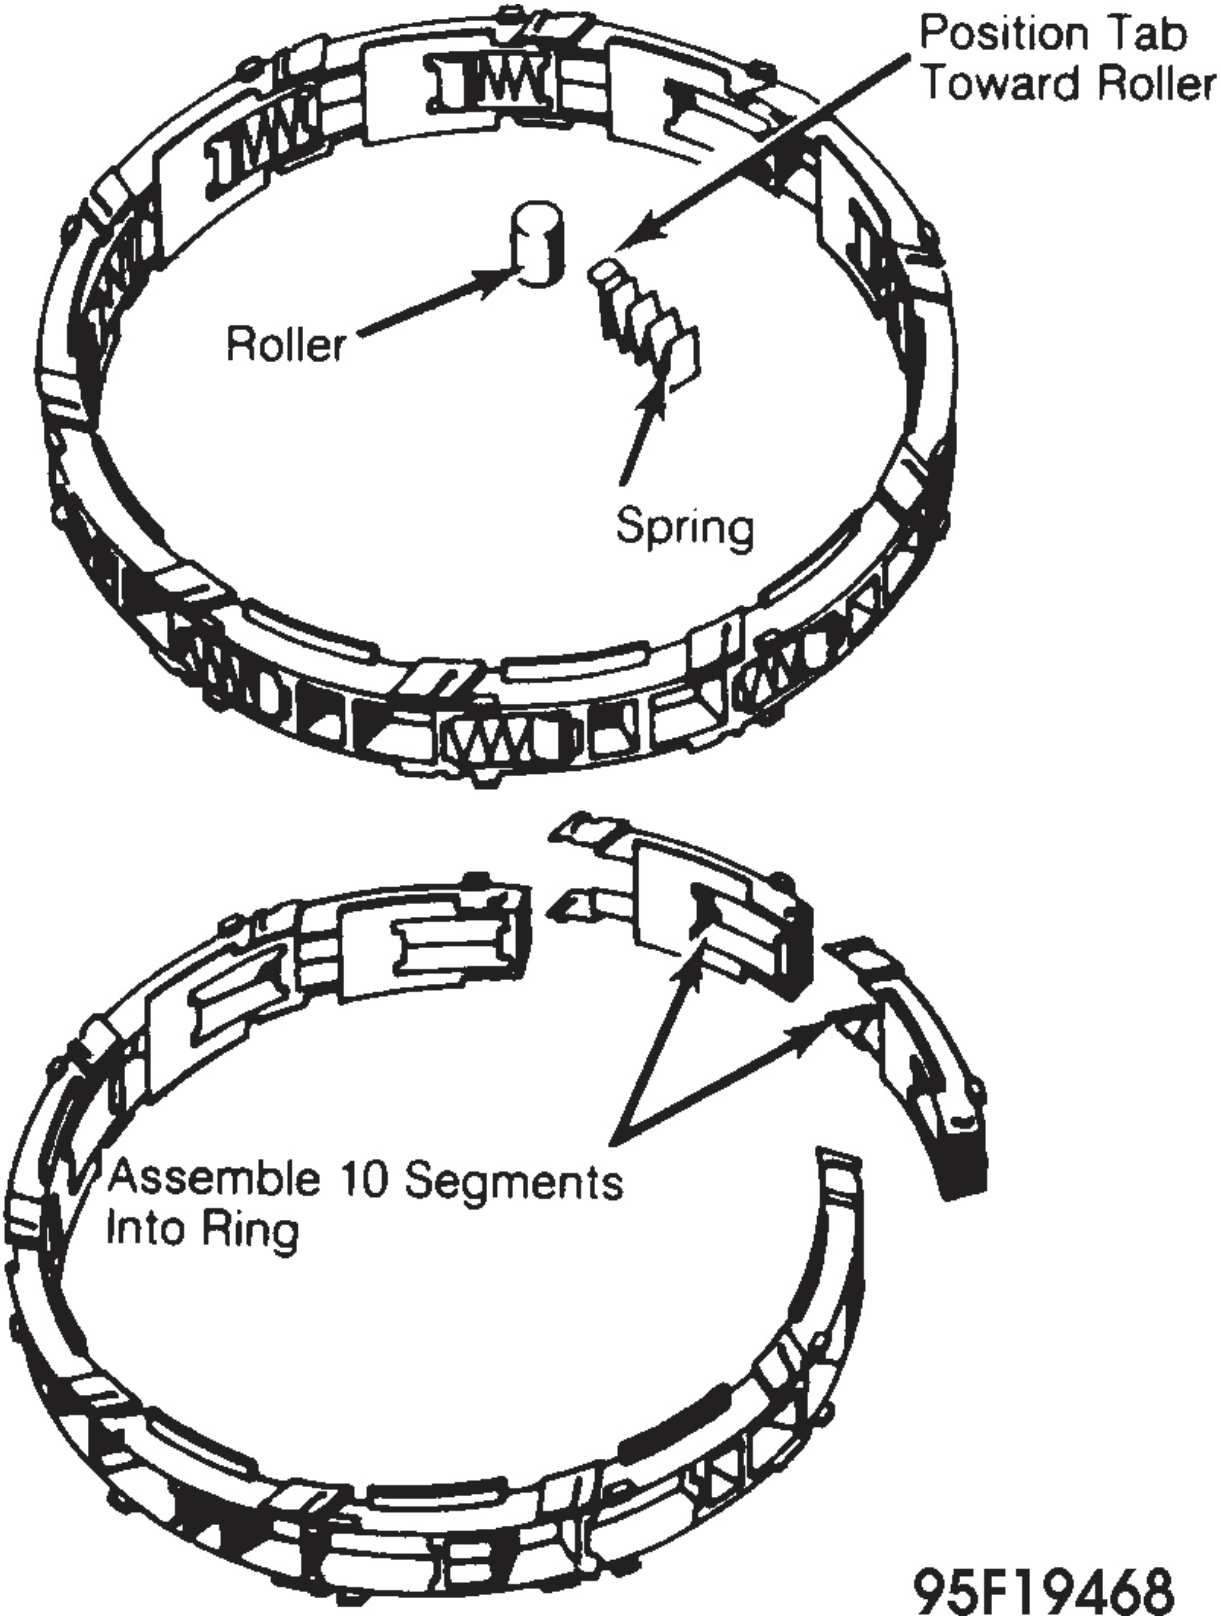

Fig. 23: Installing Roller & Spring In One-Way Clutch
3. Install upper circlip. Install rollers ad springs into cage. Ensure that guide lug on springs (if equipped) is pointed toward roller. See **Fig. 23**.